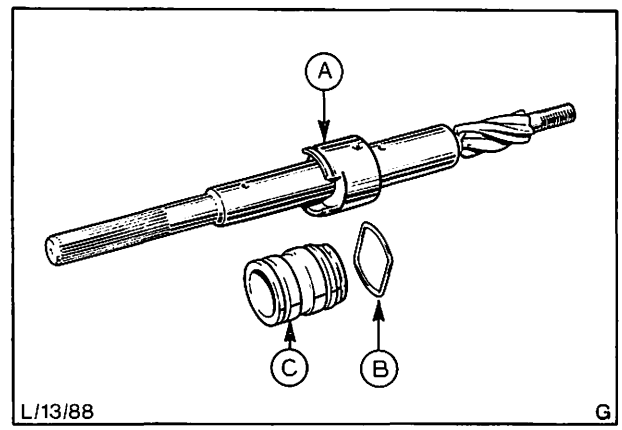

Abb. 38 Steuerventil zerlegt
33. Steuerventil auf die Ritzelwelle aufziehen und mit Sprengring sichern, Abb. 38. Darauf achten, daß Sprengring „B" in die untere Nut des Steuerventils „C" einrastet.